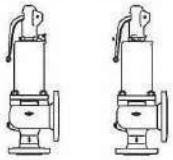

Fig. 903 904
- TÜV · SV · . . -688 · D/G/H **Fig. 903**